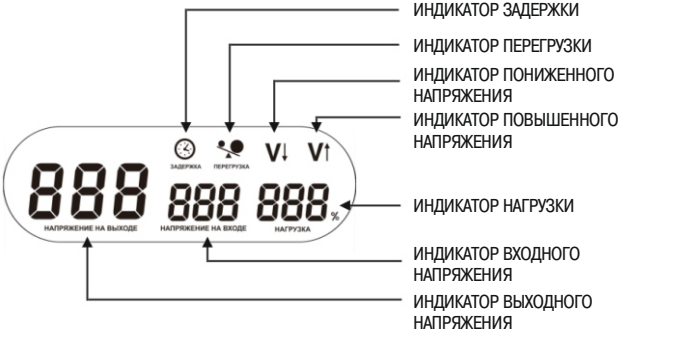

Рисунок 3 – Индикация режимов работы стабилизатора
1.2 При изменении напряжения сети в диапазоне от 100 до 260 В стабилизатор поддерживает уровень выходного напряжения 220 В с точностью 8 %. Функции защиты обеспечивают безопасную эксплуатацию стабилизатора в непрерывном режиме. Стабилизатор имеет на лицевой панели многофункциональный индикатор, отображающий режимы работы, уровень загрузки стабилизатора по мощности и уровни входного и выходного напряжения и др. (рисунок 3).